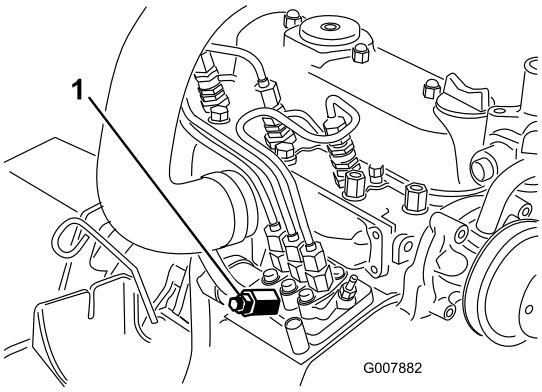

Figur 40
3. Plasser en fille under lufteskruen på pumpen for drivstoffinnsprøyting og åpne den (Figur 40).